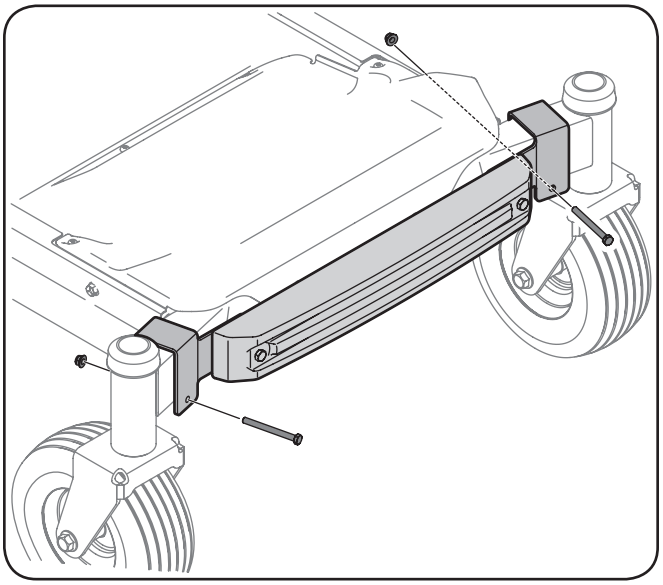

Figure 4-30
2. Attach the weight bar assembly to the front axle with a 3 1⁄4-inch (710-3056) screw and (712-04063) flange nut from hardware pack 689-00325 on the left side. Repeat on the right side. Do not fully tighten at this time. See Figure 4-30.